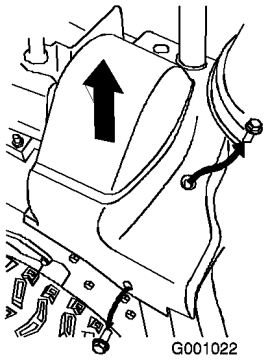

Figur 46
2. Løft opp den høyre siden av remdekslet (Figur 46).